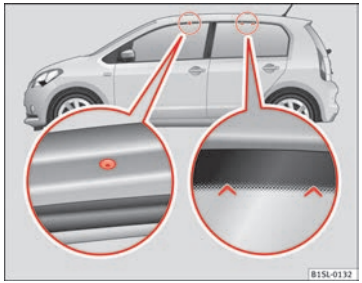

Fig. 72 Attachment points for the basic support and the roof carrier system
The front attachment opening can be found in the lower part of the sides of the roof and are fixed with plastic bolts ⇒ Fig. 72 (left magnified image). The openings can only be seen with the door open. The markings for attachment in the lower part are found in the upper part of the rear side windows ⇒ Fig. 72 (right magnified image).
- **The base support should only be fitted to the points indicated in the diagram ⇒ Fig. 72.**